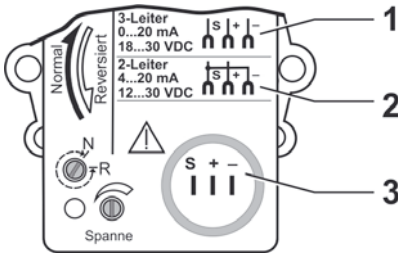

Fig. 6: Conexión eléctrica
- para conexión a dos hilos de 12 a 30 V CC (Fig. 6, Pos. 2)
- para conexión a tres hilos de 18 a 30 V CC (Fig. 6, Pos. 1)